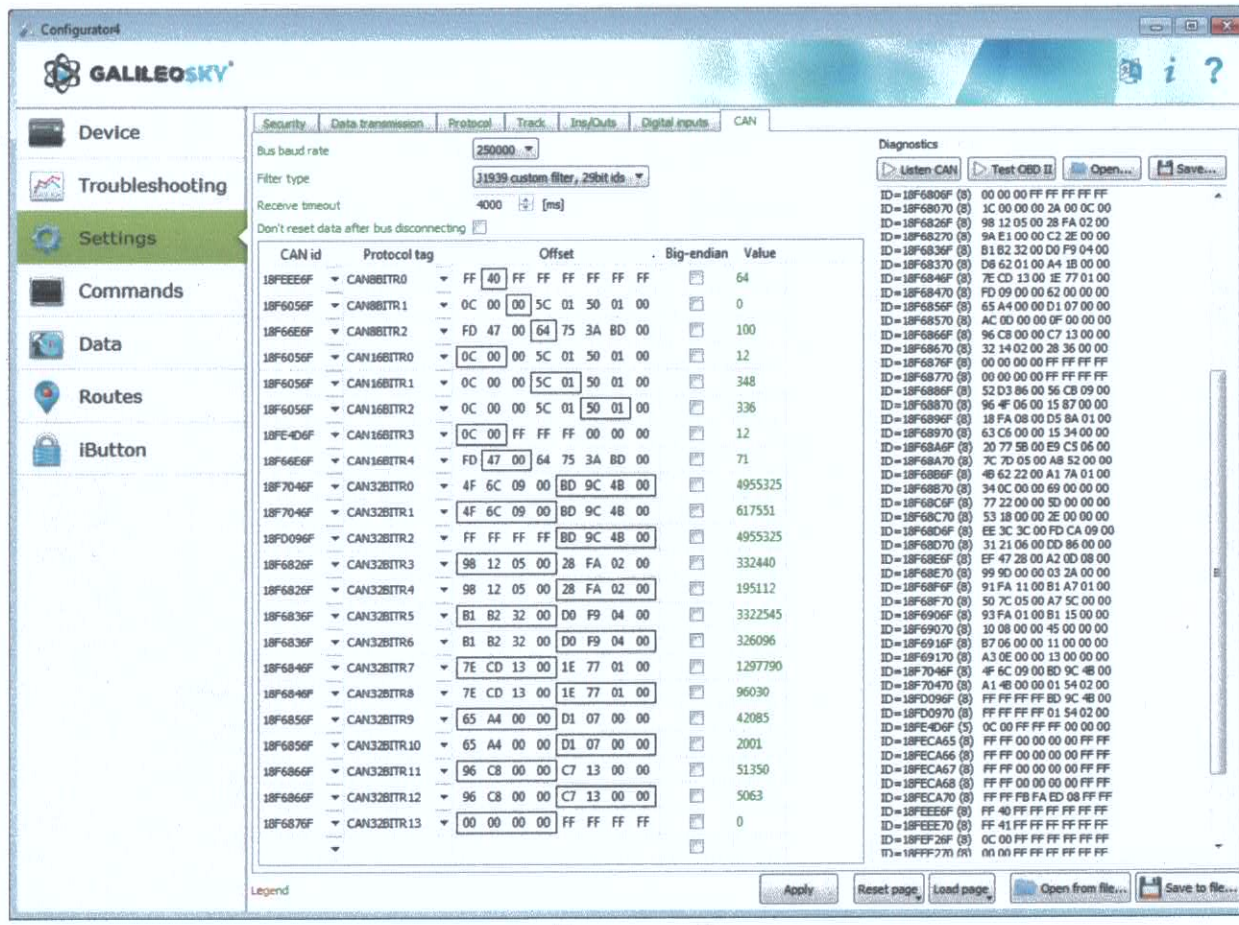

Рисунок 2
4.1.2. Для настройки CAN входа необходимо просканировать подключенную CAN шину нажав кнопку «Прослушать CAN» Из Идентификаторов сообщений выбрать необходимые и выбрать в них байты с необходимыми параметрами (Рис. 2):